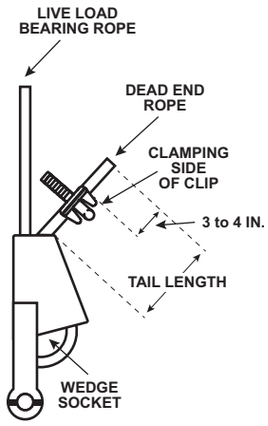

FIGURE 1
- Dead end wire rope tail length should be at least 6 rope diameters, but not less than 6 inches beyond the wedge socket. See Figure 1.
- Apply U-bolt and first saddle on dead end rope and the second saddle on live end rope. Install nuts. See Figures 1 & 2.
- Position the dual saddle clip so that 3 to 4 inches of dead end rope remain beyond the clip. See Figures 1 & 2.
1. Turn back specified length of wire rope from thimble (see tables on next three pages). Put first clip one saddle width from seized "dead end" (Fig. 1). Seat "live end" (load carrying part) of wire rope in saddle and position U-bolt over "dead end." Remember: "**Never saddle a dead horse**." Tighten nuts evenly to proper torque (see tables on next five pages).